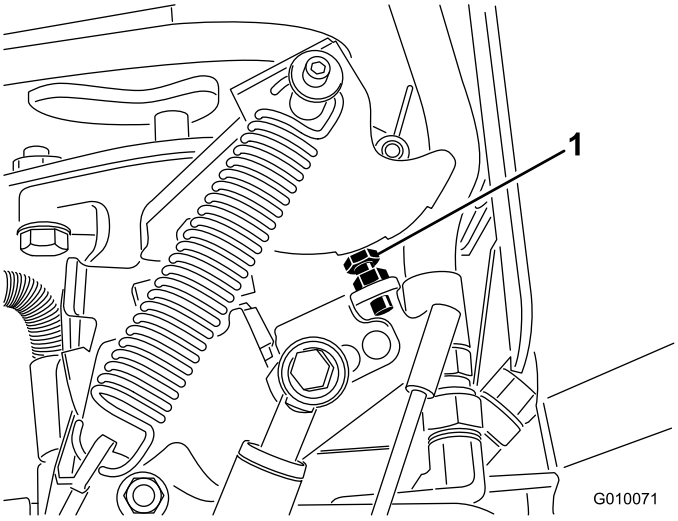

Figur 66
5. Hvis der er behov for at foretage en justering, skal pumpestopbolten drejes (Figur 66) tættere på stoppladen for at mindske hulmellemrummet, eller stopbolten skal drejes væk fra stoppladen for at forøge hulmellemrummet.